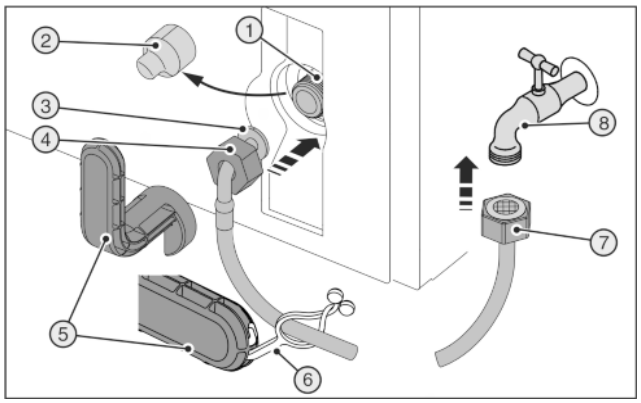
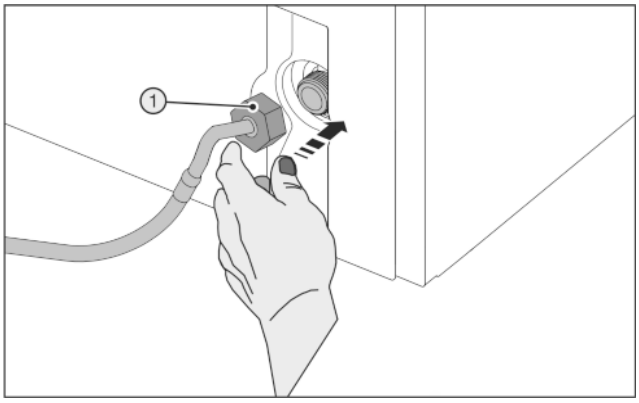

Fig. 28
Fig. 29
Broken auxiliary tool *Fig. 28 (5)*.
▶ Only use an auxiliary tool *Fig. 28 (5)* at room temperature.
▶ Remove the cover *Fig. 28 (2)*.
▶ Easy to fit: Place the straight end of the hose *Fig. 28 (7)* to the left on the floor.
▶ Slide the nut *Fig. 28 (4)* over the angled end of the hose *Fig. 28 (3)* up to the end and secure.
▶ Position the nut *Fig. 29 (1)* carefully and screw it directly onto the thread with two fingers until it is seated securely.
▶ Tighten the nut *Fig. 29 (1)*clockwise with the auxiliary tool *Fig. 28 (5)* until maximum torque is reached and the auxiliary tool *Fig. 28 (5)* overtightens.
▶ Screw the nut *Fig. 28 (7)* onto the stopcock *Fig. 28 (8)*.
▶ Tighten the nut *Fig. 28 (7)*clockwise with the auxiliary tool *Fig. 28 (5)* until maximum torque is reached and the auxiliary tool *Fig. 28 (5)* overtightens.
▶ Turn the water supply stopcock *Fig. 28 (8)* on and check the whole water system for leaks.
▶ Hook the clip *Fig. 28 (6)* into the auxiliary tool *Fig. 28 (5)* and fix it to the stainless steel pipe to store it.